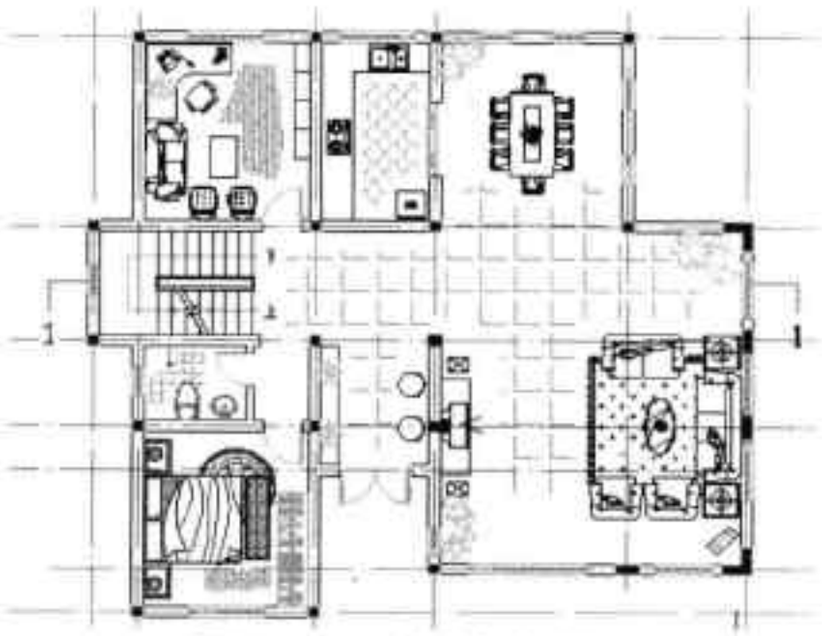

图18-109 绘制剖切符号
Step40 执行“符号标注 > 剖切符号”命令，在平面图中，绘制剖切符号，如图 18-109 所示。